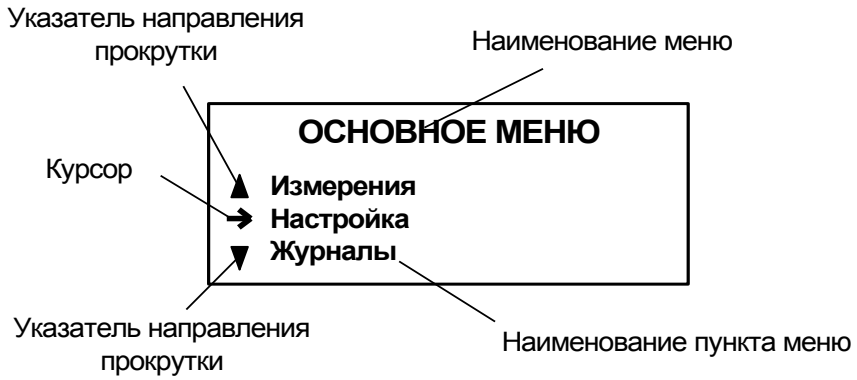

Рис. 1. Вид основного меню.
1.3.1.1. Основное меню (рис.1) имеет неизменный состав, кроме меню **ПОВЕРКА**, которое отображается только в режиме **НАСТРОЙКА**. Состав и структура подменю и окон, а также возможности модификации установочных параметров определяются режимом работы расходомера.
1.3.1.3. Индикация на дисплее состоит из наименования меню (окна), располагающегося неподвижно в первой строке дисплея жидкокристаллического индикатора (ЖКИ), и наименований пунктов меню (параметров), которые могут смещаться вверх или вниз (рис.1).
1.3.1.5. Одновременно на дисплее может индицироваться не более 3-х строк (пунктов меню, параметров из списка). Поэтому в начале первой и последней строк пунктов (параметров) могут располагаться указатели направления прокрутки в виде треугольников (рис.1), вершины которых направлены в стороны возможного перемещения курсора по строкам (пунктам меню, параметрам).